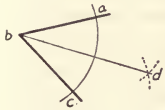

Fig. 30.
12. To Bisect an Angle.—On the angle **abc** in Fig. 30 with **b** as a center, draw an indefinite arc, cutting the sides of the angle at **a** and **c**. With **a** and **c** as centers, and using a radius greater than half the distance between **a** and **c**, draw indefinite arcs intersecting at **d**. Connect **b** and **d** with a straight line which will bisect the angle **abc**.